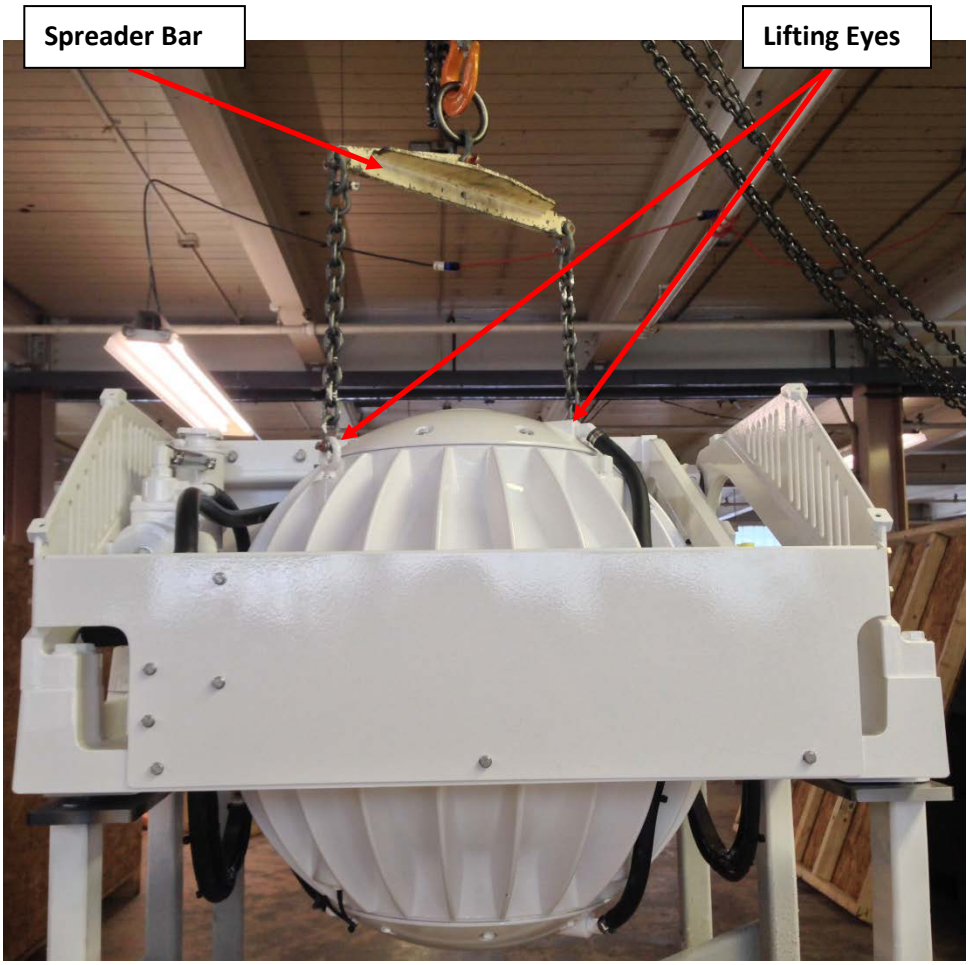

FIGURE 4 – LIFTING ARRANGEMENT
5) Attach spreader bar to the two lifting eyes located on the top of the gyro enclosure. Stay clear of any other parts on the gyro. Gyro weighs 368 kg (810 lbs). See Figure 4 below.